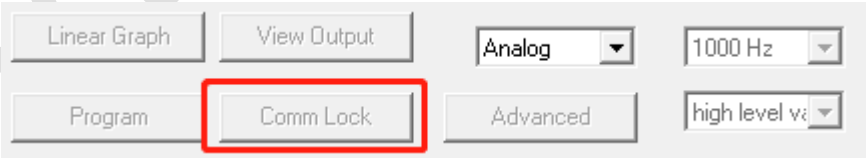

图 4.2.11
9、编程结束，信息栏提示 Ready 字样（图 4.2,10），芯片进入 OWI 模式， 点击 Comm Lock 按钮锁定芯片通信（图 4.2.11），使其不能再次编程，以防止使用过程中误触发使芯片进入通信模式。点击 Power off，芯片断电后即可取出芯片（传感器），至其他设备做相应测试或直接使用。